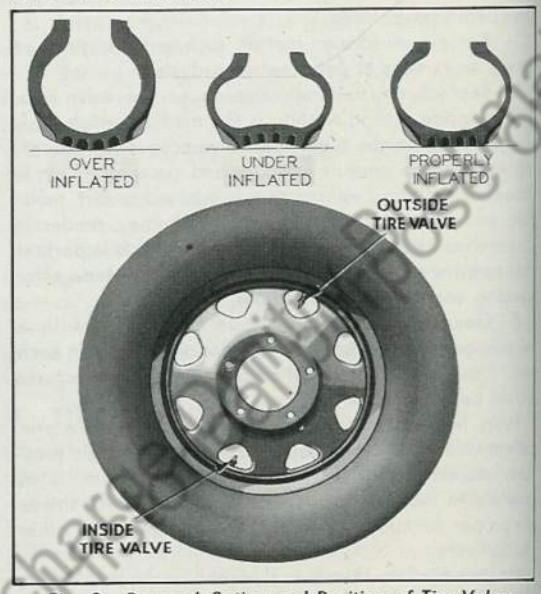

Fig. 8 Proper Inflation and Position of Tire Valves With Dual Tire Mounting
3. Dual wheels should be mounted as shown in Fig. 8. Care should be exercised in positioning tire valves and wheel spokes. By placing spoke openings as shown, both inner and outer valves are more accessible.